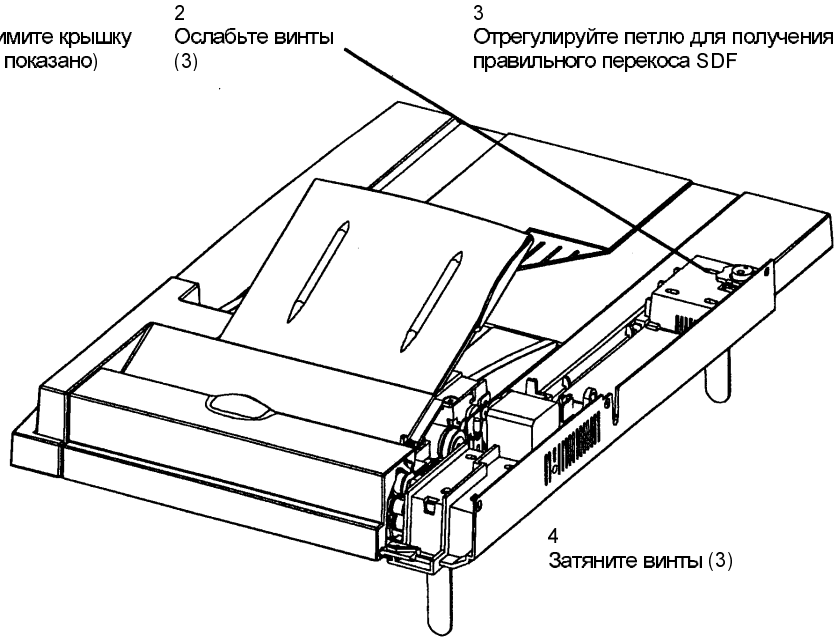

Рис. 2. Регулировка перекоса податчика SDF
1. Отрегулируйте податчик SDF (Рис. 2).